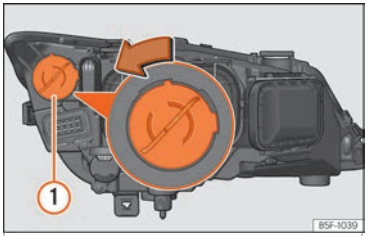

Fig. 108 Day light bulb.
– Turn the bulb holder ››› Fig. 108 (1) anti-clockwise and pull.